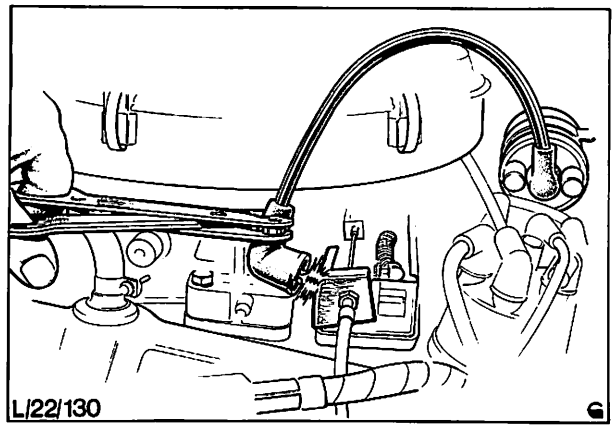

Abb. 27 Zündspannung mit an Mittelanschluß der Zündspule angeschlossenem Zündkabel prüfen
2. Wenn keine Zündspannung abgegeben wird, Kerzenkabel von der Zündverteilerkappe lösen und an Zentralanschluß der Zündspule anschließen, Abb. 27.